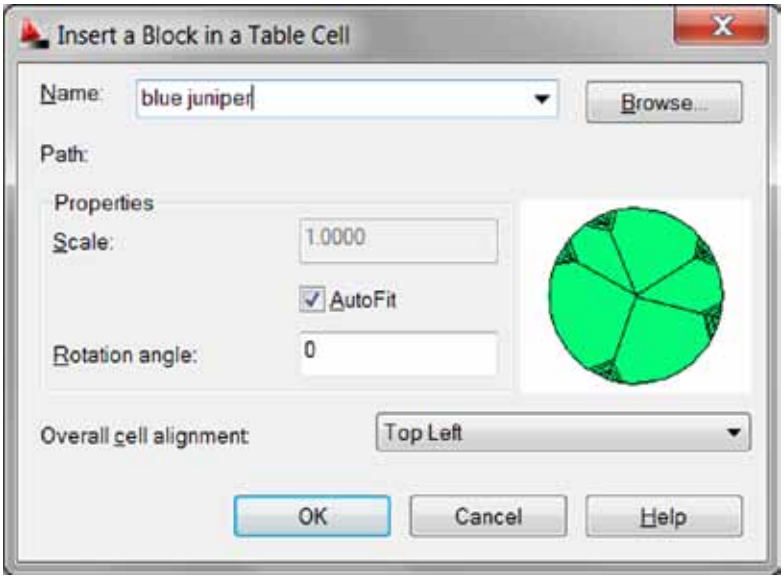

*Figure 8: Table cells can also accommodate blocks.*
Step 1: Open a DWG file that contains at least one block. Step 2: Create a "three-click" table. Step 3: Click to select a cell, and then right-click and choose Insert – Block from the menu. Step 4: In the dialog box (see Figure 8) select your block and click OK.